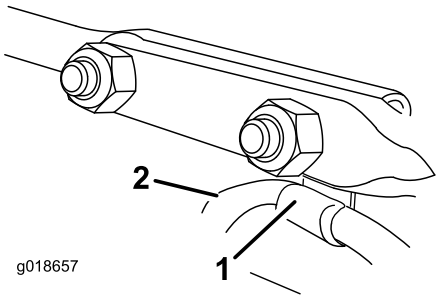

Figura 16
6. Inserite sotto la testa del bullone a testa tonda anteriore l'attacco per cavo che sostiene il cavo del deflettore, e fissate i bulloni a testa tonda con i dadi di bloccaggio a corredo nel sacchetto delle parti sciolte (Figura 16).